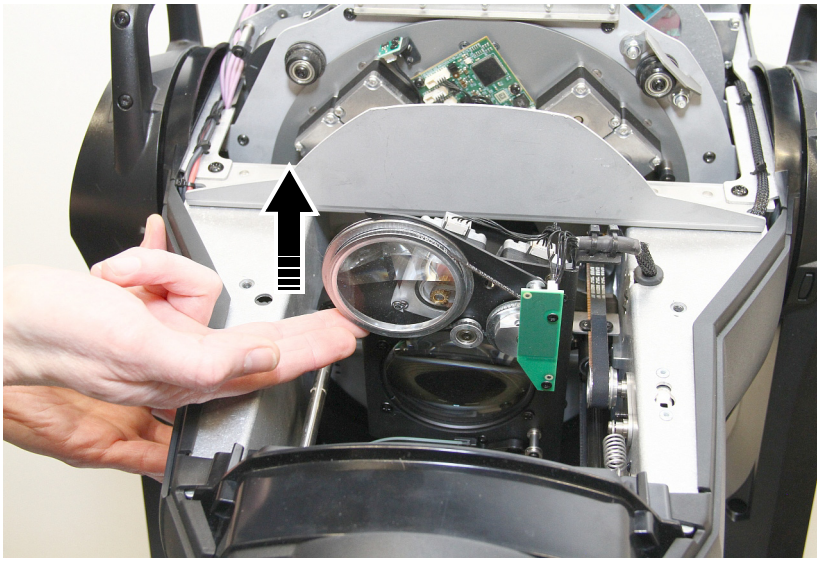

Figure 21 : Soulever le prisme
3. Voir Figure 21. Soulevez le prisme vers vous afin d’y accéder.